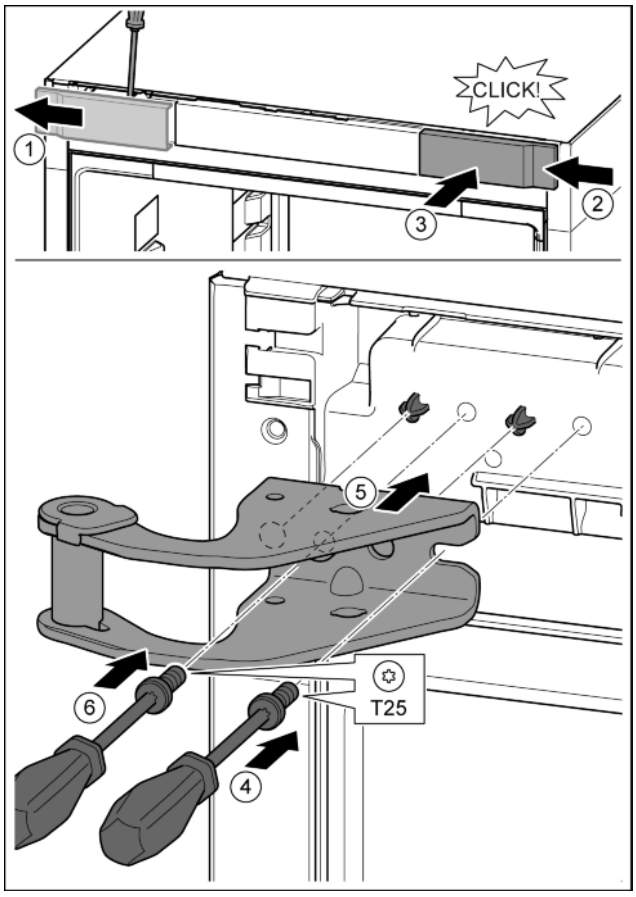

Fig. 12
▶ Undo the cover with a screwdriver and remove sideways. *Fig. 12 (1)*
▶ Rotate the cover 180° and clip onto the other side from the right. *Fig. 12 (2)*
▶ Click the cover into place. *Fig. 12 (3)*
▶ Position the screw with a T25 screwdriver. *Fig. 12 (4)*
▶ Position the upper bearing bracket. *Fig. 12 (5)*
▶ Tighten the screw. *Fig. 12 (4)*
▶ Insert the screw with a T25 screwdriver and tighten. *Fig. 12 (6)*